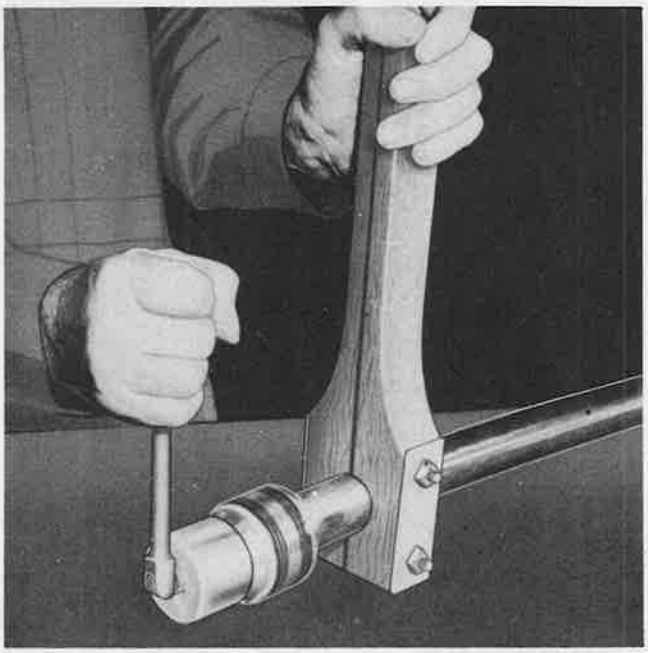

Figure 395—Use of Landing-Gear Actuating Cylinder Dashpot Wrench (Service Tool No. 22101)
(5) Remove the piston and piston rod assembly. Use service tool No. K22101 (figure 395) to remove the dashpot. This wrench may be fabricated according to figure 93.
(6) Loosen the set screw in the piston and back off the packing nut. Remove the washers, spacers, and packing.